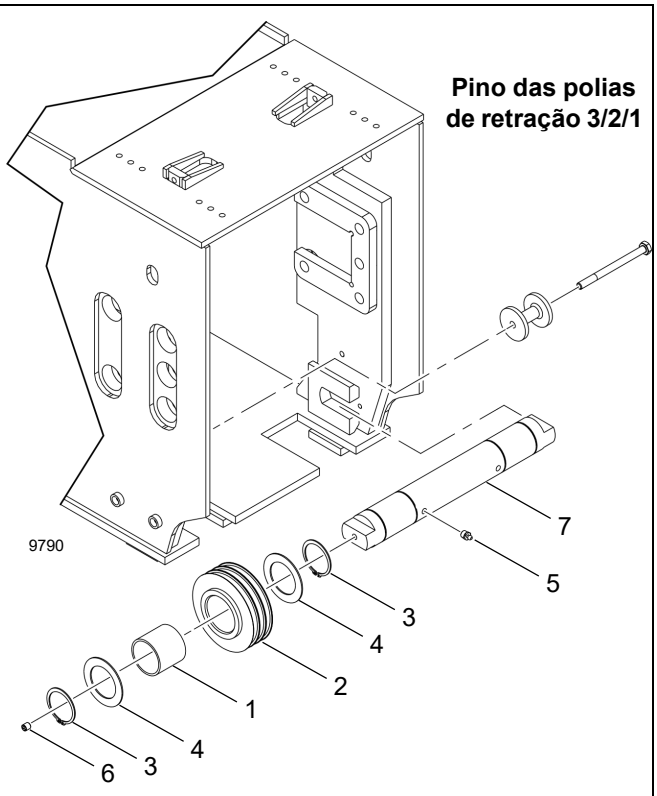

FIGURA 4-13
6. Desmonte o pino do cabo de retração 3/2/1 (7, Figura 4-13) da seguinte forma:
- **a.** Remova os anéis de pressão (3) e as arruelas (4).
- **b.** Remova as polias de retração 3/2/1 (2).
- **c.** Remova os rolamentos (1) das polias de retração 3/2/1.
- **d.** Remova os bujões (6).
- **e.** Remova as graxeiras (5).